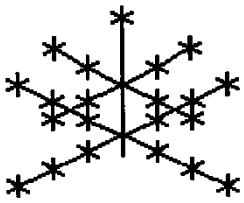

Рис. 16
48. Как называется структура, схема которой представлена на рис. 16?